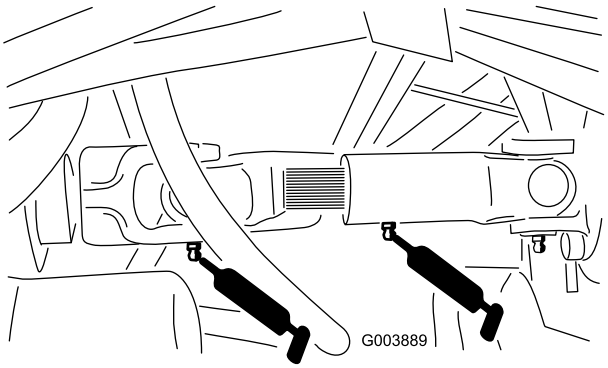

Figur 42
- Tre nipplar på motorns drivaxel (Figur 42)